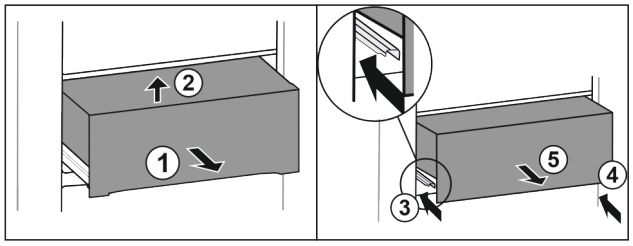

*Fig. 30**
▶ Sortir le tiroir à mi-chemin *Fig. 30 (1)*.*
▶ Le soulever à l'avant *Fig. 30 (2)*.*
▶ Rentrer le rail de gauche *Fig. 30 (3)*.*
▶ Rentrer le rail de droite *Fig. 30 (4)*.*
▶ Retirer le tiroir par l'avant *Fig. 30 (5)*.*